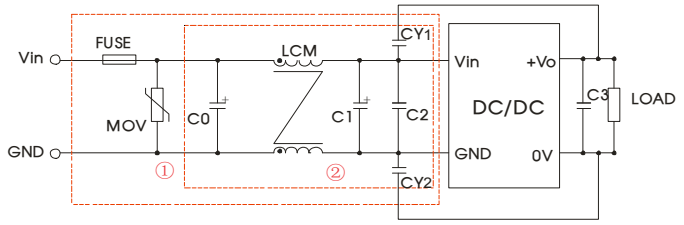

Fig. 3
| EMI | CE | CISPR22/EN55022 | CLASS B (see Fig.3-② for recommended circuit) | |
| | RE | CISPR22/EN55022 | CLASS B (see Fig.3-② for recommended circuit) | |
| | EFT | IEC/EN61000-4-4 | ±2KV (see Fig.3-① for recommended circuit) | perf. Criteria B |
| | Surge | IEC/EN61000-4-5 | line to line ±2KV (see Fig.3-① for recommended circuit) | perf. Criteria B |
Notes: Part ① in the Fig. 3 is used for EMS test and part ② for EMI filtering; selected based on needs.